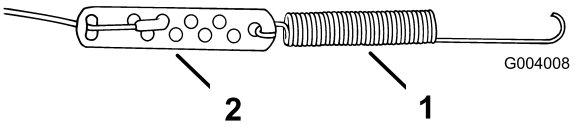

Figure 6
2. Hook the spring into the round hole at the end of the cable adjuster (Figure 6).